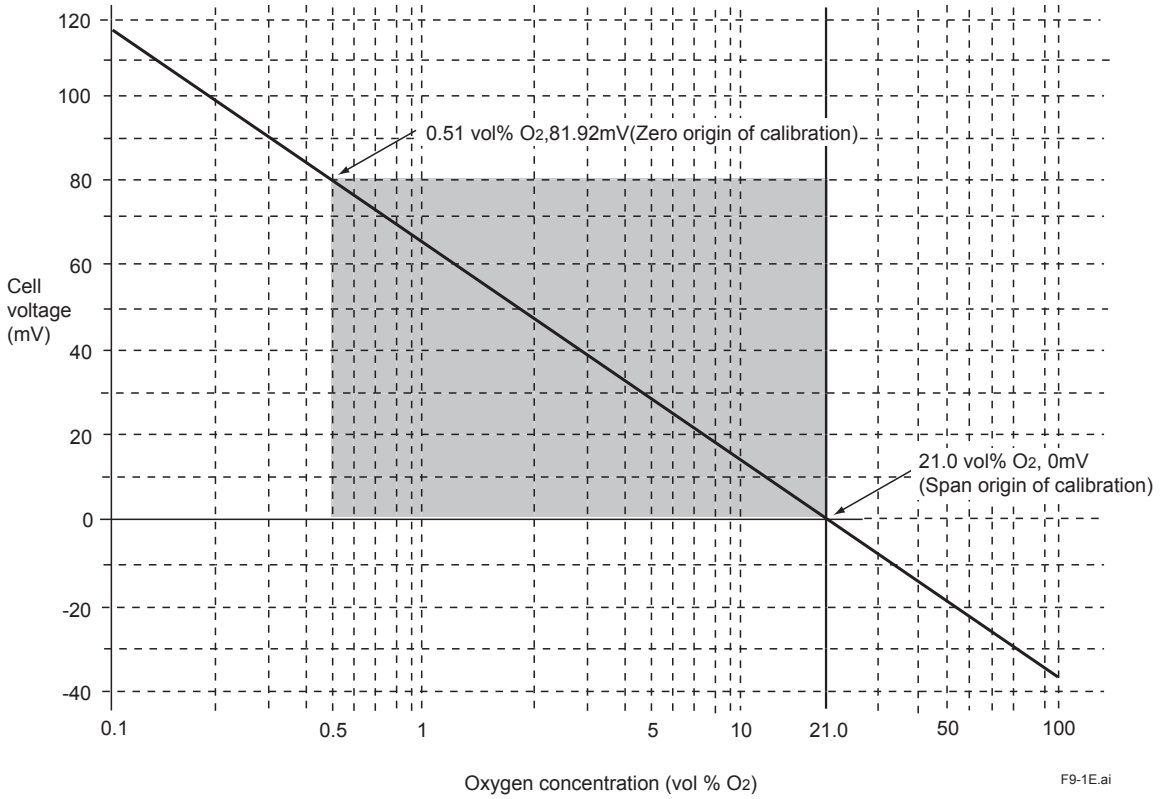

Figure 9.1 Oxygen concentration in a Sample Gas vs Cell Voltage (21 vol%O_2 Equivalent)
With this analyzer, the sensor (zirconia element) is heated up to 750 °C, so Equation (2) is valid. At that point, the relationship as in Figure 9.1 is effected between the oxygen concentration of the sample gas in contact with the positive electrode and the electromotive force of the sensor (cell), where a comparison gas of air is used on the negative electrode side.